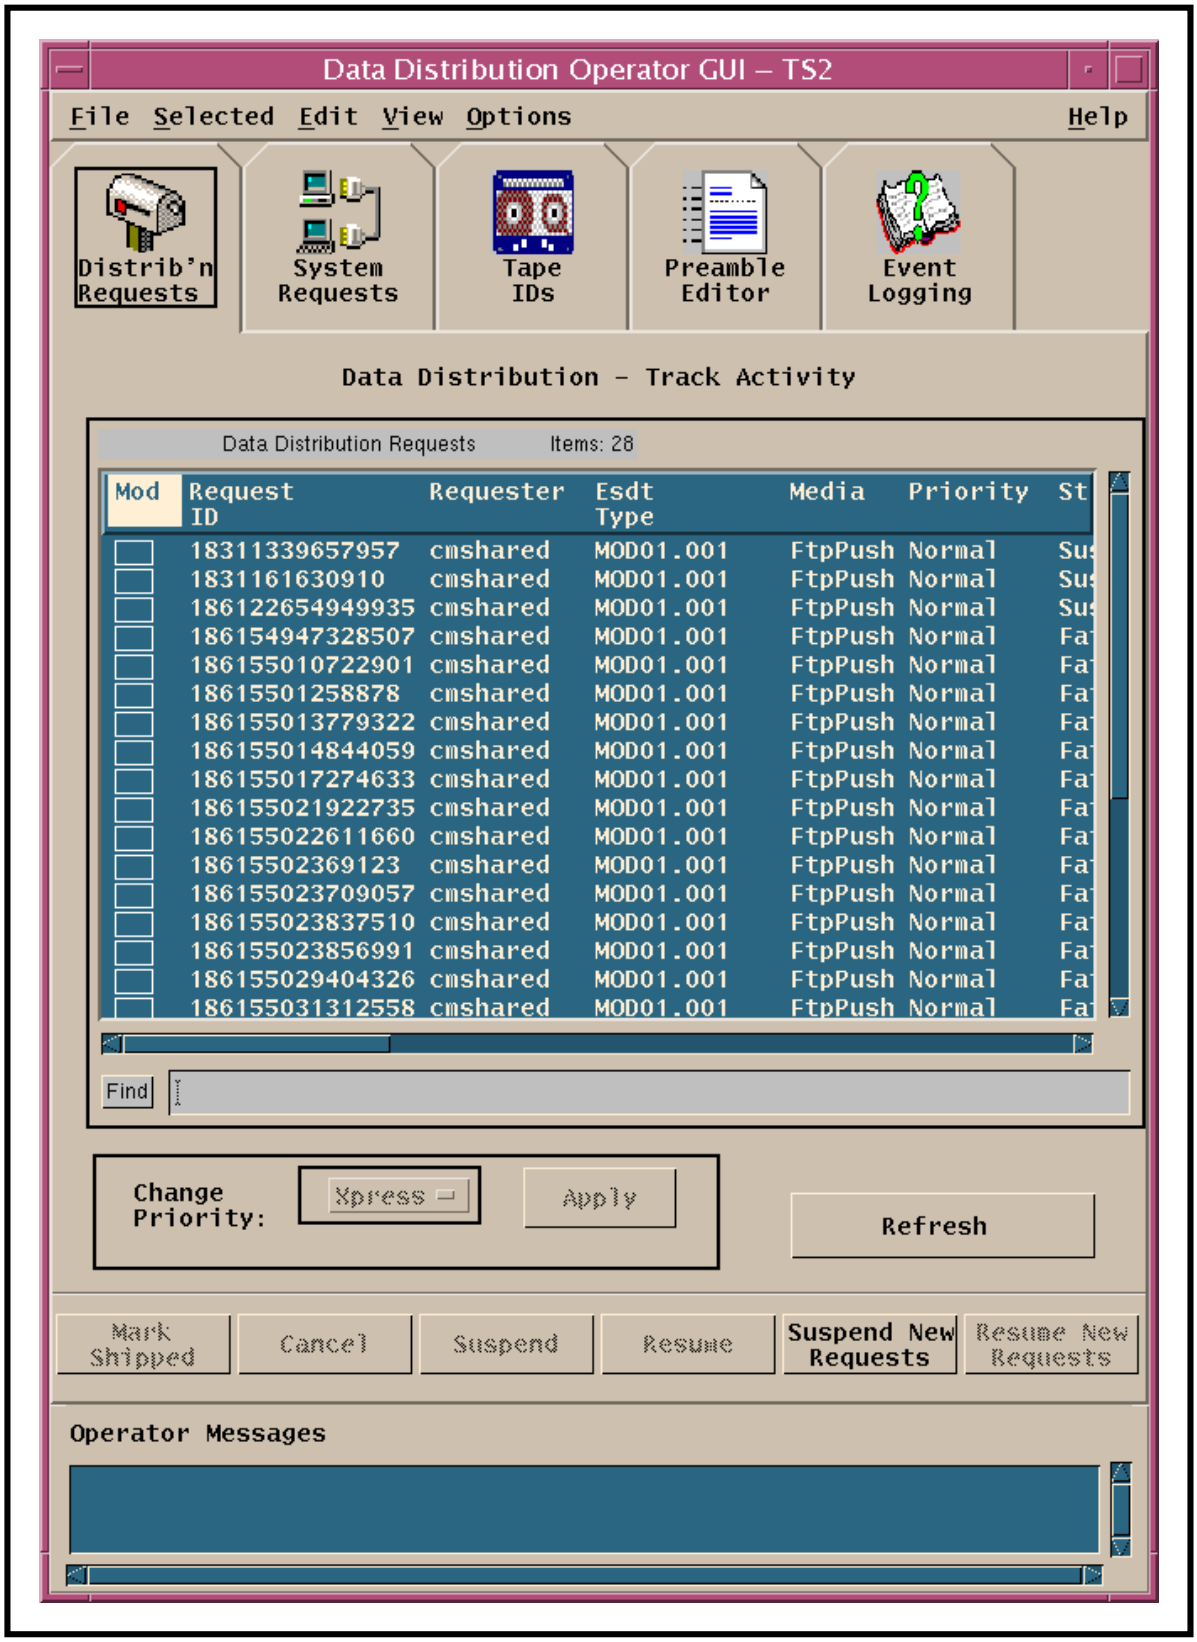

Figure 10. Distrib'n Requests Tab (Data Distribution Operator GUI)
- The **Data Distribution Operator GUI Distrib'n Requests** tab (Figure 10) is displayed.
The Distribution Technician monitors and manages data distribution requests primarily via the **Data Distribution - Track Activity** window of the **Distrib'n Requests** tab (Figure 10) on the **Data Distribution Operator GUI**. From the **Data Distribution - Track Activity** window the DAAC Distribution Technician can perform the following functions:
The procedure for monitoring data distribution requests starts with the assumption that all applicable servers and the **Data Distribution Operator GUI** are currently running and the **Distrib’n Requests** screen (Figure 10) is being displayed.
The procedure for configuring data distribution polling starts with the assumption that all applicable servers and the **Data Distribution Operator GUI** are currently running and the **Data Distribution - Track Activity** window (Figure 10) on the **Distrib'n Requests** tab is being displayed.